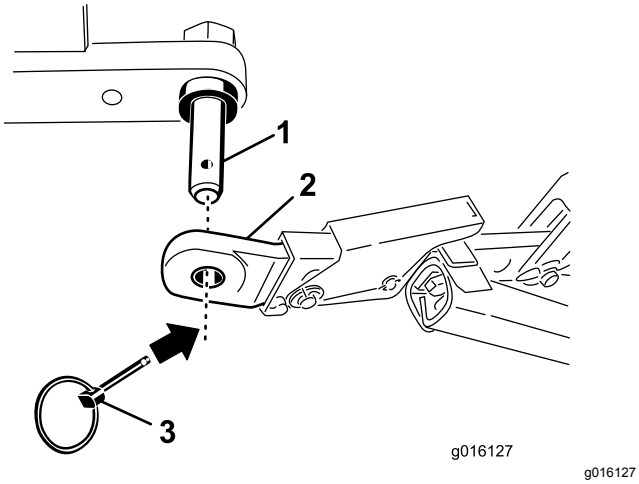

Rysunek 3
4. Zamocuj dolne ramiona łączące do sworzni mocujących aeratora za pomocą zawleczek (Rysunek 3).